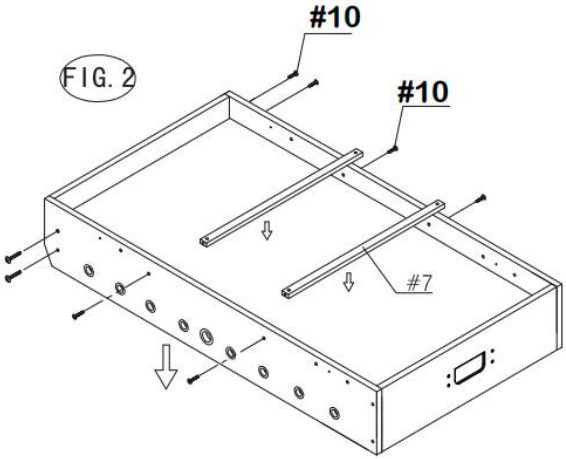

Abb. 3.
7) Befestigen Sie die Beine (#4) und (#5) mit einer Schraube (#8), zwei Unterlegscheiben (#9) und einer weiteren Schraube (#9) am Schrank. der Mutter (#13), einer der Flügelbolzen (#15) pro Bein, wie in Abb. 3 und 3-1 dargestellt.